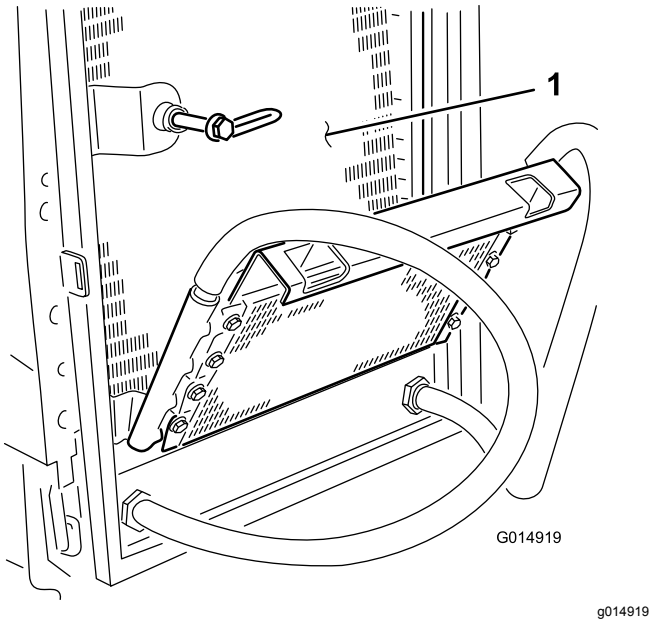

Figuur 43
8. Maak beide kanten van de oliekoeler grondig schoon. Nadat u de radiateur en oliekoelers grondig hebt schoongemaakt, dient u met perslucht het vuil te verwijderen dat zich kan hebben opgestapeld op andere onderdelen van de machine (Figuur 43).